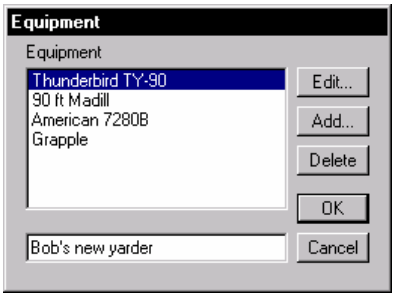

Figure 14.16 Equipment list dialog box
2. Activate the Profile Window. Select Cable Analysis|Equipment to open the dialog box shown in Figure 14.16.